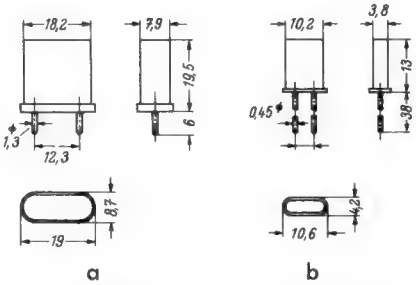
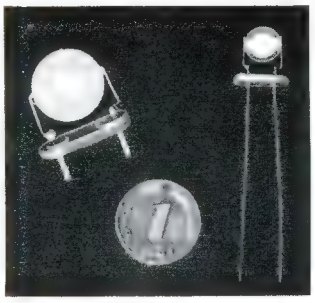
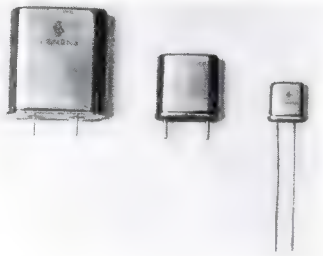

*Bild 11. Maßskizzen von Quarzen in Metallkappen. a) Lorenz H–208 (entspricht USA-Type HC–6/U), b) Lorenz H–215 (Subminiaturhalter)*
*Bild 13. Diese Miniatur- und Subminiaturquarze gehören in die in Bild 12 gezeichneten Kappen*
*Bild 15. Drei moderne Siemens-Quarze in Metallhalter, rechts eine Subminiaturausführung mit Lötdrähten*
*Metallhalter.* Neben Sonderausführungen in Metallhauben, wie etwa den von Dr. Steeg & Reuter als Nachbestückung für den verbreiteten amerikanischen Frequenzmesser BC 221 gebauten 1000-kHz-Eichquarzen, geht die Technik mehr und mehr zu den in kleine Metallhauben eingesetzten Schwingquarzen über, deren Abmessungen und Konstruktion den USA-Typen HC–6/U, HC–13/U und HC–17/U gleichen. Daneben gibt es Subminiaturausführungen (Beispiel: Lorenz H–215), wie in *Bild 11* skizziert, und Metallhalter mit Loctal- und Octal-Sockel (Beispiel: Lorenz H–213 und H–214; siehe auch *Bild 13*).
Der Stiftabstand der HC-Typen (vgl. Bild 11) beträgt stets 12,3 mm, die Breite der Kappe 18,2 mm und die Breite des Sockels 19 mm *(Bild 15)*. Die Kappen werden aus einer Nickellegierung gefertigt, die Stifte aus Kovarlegierung und der Boden aus Spezialglas. In der Herstellung wird die Kappe auf den Metallrand des Glaskolbens luftdicht aufgelötet; manchmal bringt man noch eine Bohrung an, durch die der Innenraum mit trockenem Stickstoff gefüllt wird, wie schon erwähnt wurde.